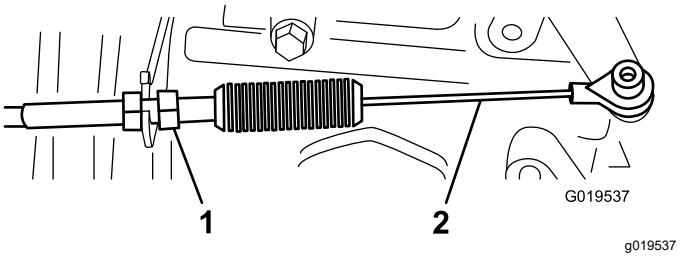
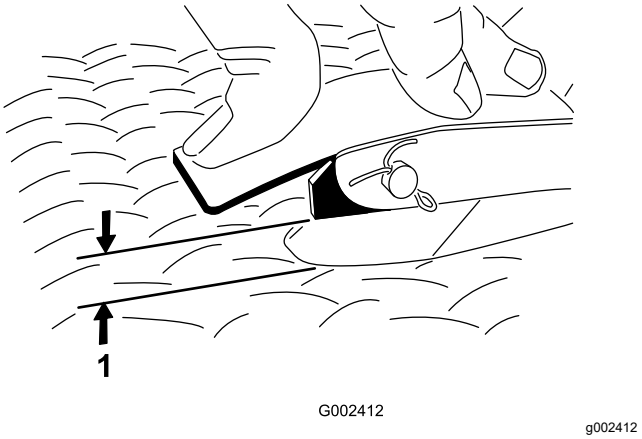

**Bild 64**
**Bild 65**
2. Stellen Sie das Kugelgelenk am Bowdenzug (Bild 64) so ein, dass Sie einen Abstand von 2,54 mm bis 6,35 mm zwischen dem Fahrpedalarm und der Oberseite des Bodenplattensternmusters (Bild 65) erhalten, wenn Sie eine Kraft von 11,3 kg auf die Pedalmitte aufbringen.
3. Ziehen Sie die Sicherungsmutter an (Bild 64).